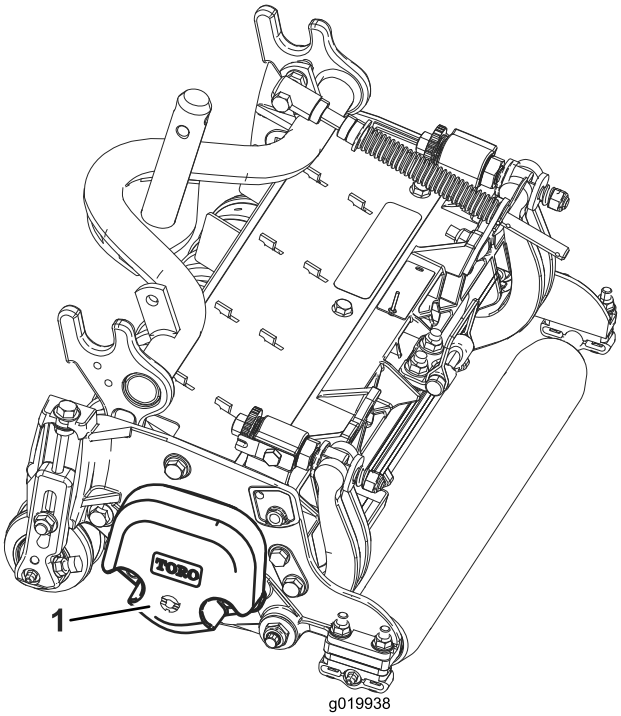

Figur 3
4. Kontrollera att motvikten (Figur 3) har monterats på rätt sida av klippenheten i enlighet med anvisningarna i bruksanvisningen till klippenheterna.